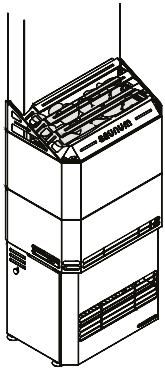

Figure 19
8. Place the protective top grille (**Fig. 19**).